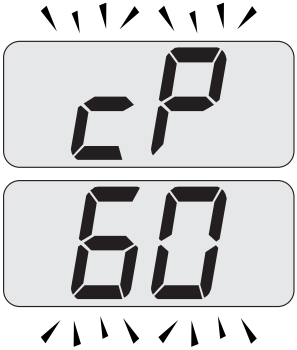

Figura 9.24
- Premendo il tasto 20 è possibile variare la potenza in modalità spazzacamino: con visualizzazione sul display LCD delle lettere **cP** che si alternano con il valore di temperatura dell'acqua di riscaldamento (es.**60**), siamo "funzione spazzacamino" alla potenza massima in riscaldamento (Figura 9.24);